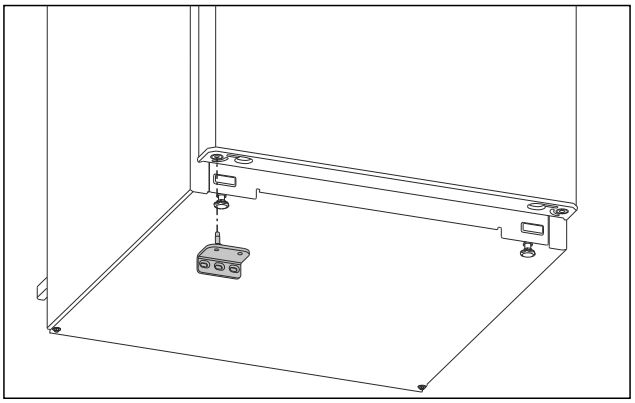

Fig. 16
▶ Aseta alempi laakerijalusta vastapäiselle puolelle. (katso Fig. 16)